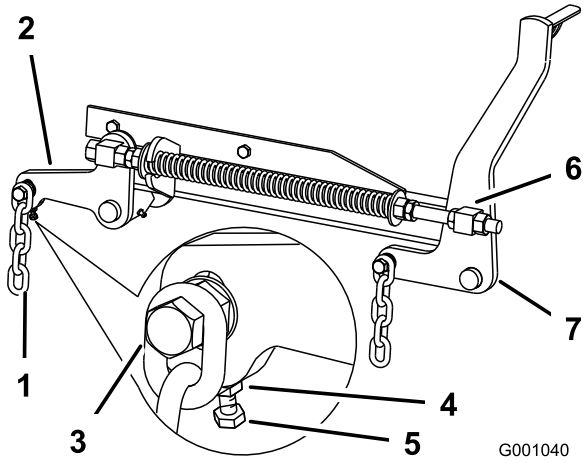

**Figuur 76**
7. Als de afstanden bij punten **B** of **C** niet correct zijn, maakt u de bout los waarmee de achterste ketting is bevestigd aan de achterste steunarm (Figuur 76).
8. Maak de contramoer onder de achterste steunarm los en draai aan de stelbout totdat de afstand 79-83 mm bedraagt (Figuur 76).
7. Draai de contramoeren op de voorkant van de rechter- en linkerwartel ongeveer 13 mm (Figuur 76) los.
8. Draai aan de drukmoeren op de linker- en rechterzijde van de machine totdat de voorkant van het maaimes bij 6 tot 10 mm lager staat bij **A** dan de voorkant bij **B** (Figuur 76).